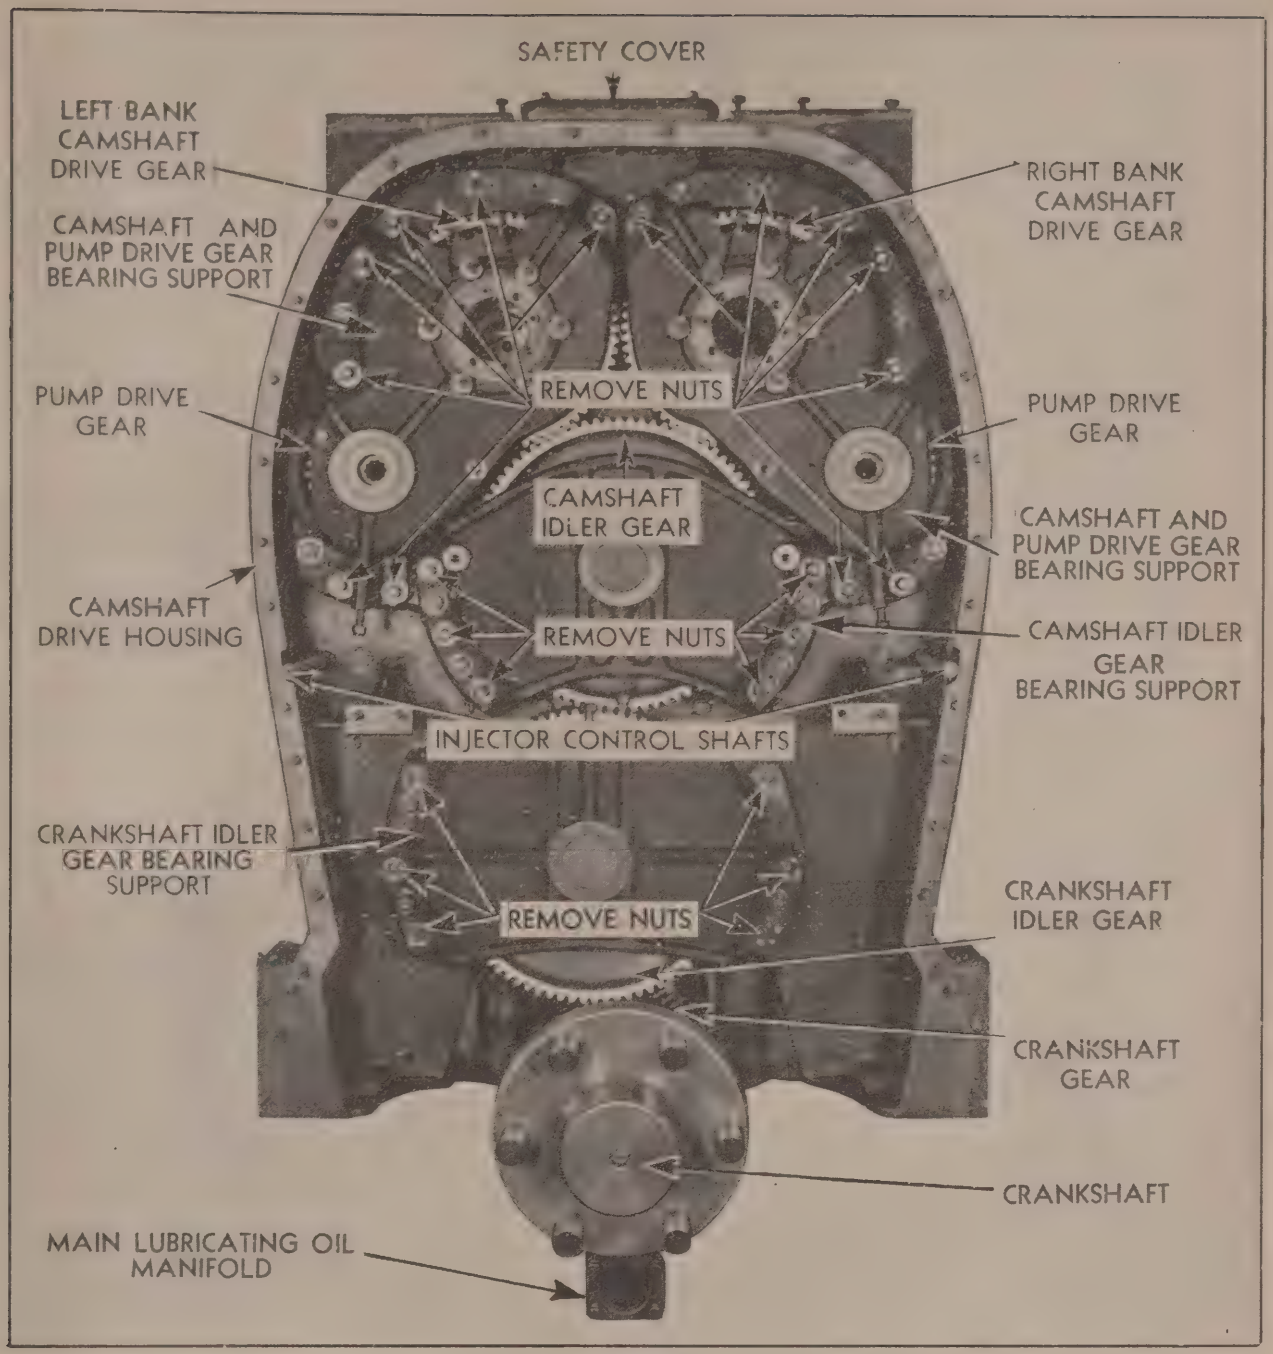

Fig. 7K
7. Remove only the castellated nuts from the bearing support studs marked "Remove Nuts" on Fig. 7K and remove gear and support assembly.
5. Remove only the castellated nuts from the bearing support studs marked "Remove Nuts" on Fig. 7K and remove gear and support assembly.
7. Remove the castellated nuts from the bearing support studs marked "Remove Nuts" on Fig. 7K and remove gear and support assembly.